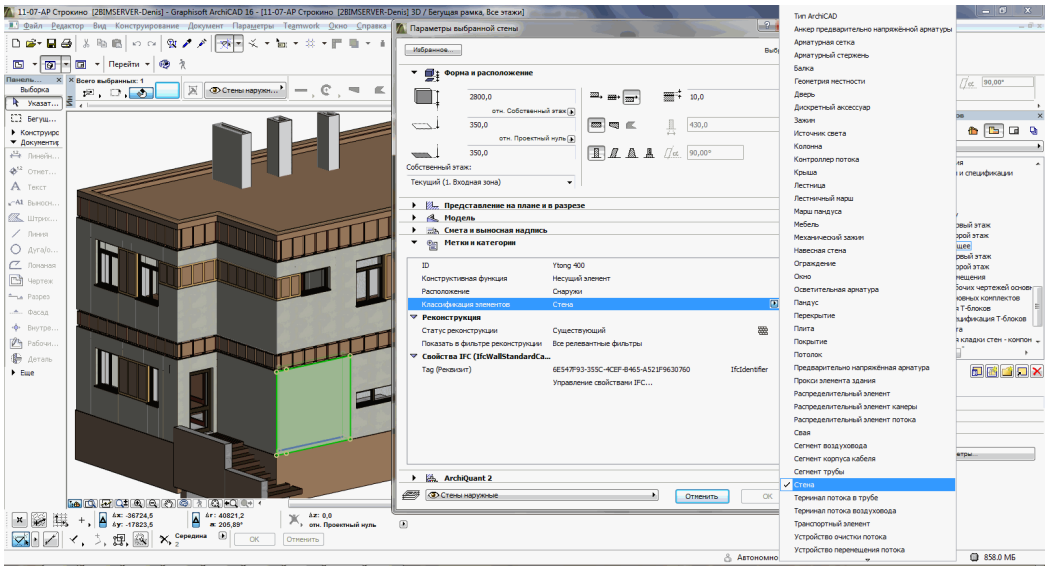

Рис. 4. Классификация элементов позволяет более точно передавать модель из одной BIM-среды в другую
- в свойствах каждого элемента есть характеристики, которые классифицируют элемент по различным направлениям: архитектор может задавать несущую функцию элемента (которая также помогает при фильтрации модели — см. этап № 1), расположение объекта (интерьерный объект либо экстерьерный), статус реконструкции (объект под снос, вновь возводимая или временная конструкция) и класс элемента (рис. 4). О последнем поговорим подробнее.